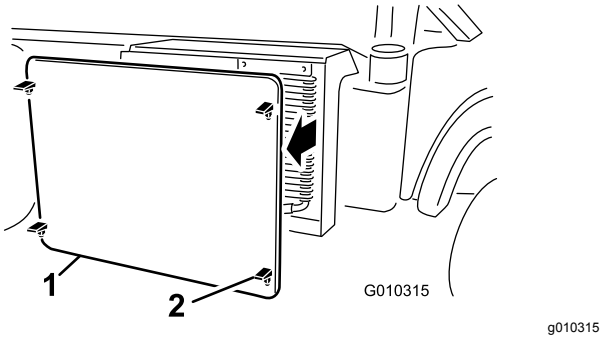

Figur 50
5. Lossa och ta bort kylargallret från kylarens framsida (Figur 50).